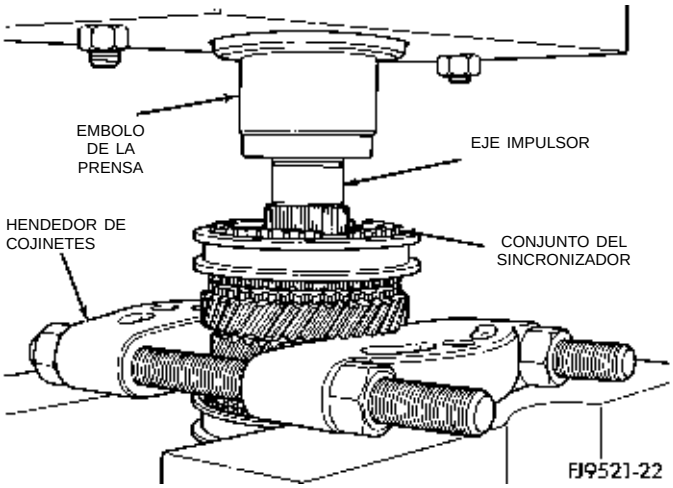

Fig. 80 Desmontaje del sincronizador con una prensa de taller
(2) Retire el sincronizador y el engranaje mediante una prensa de taller (Fig. 80).